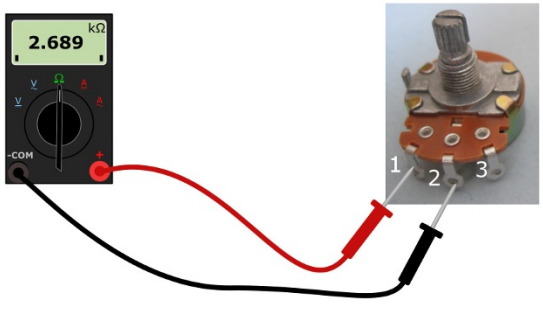

Figura 16-10: Conecte los cables de prueba a los terminales primero y central, centro y tercero, y primero y tercer del potenciómetro.
- Con los cables del medidor aplicados a un extremo fijo (punto 1) y el *limpiaparabrisas,*o cable variable (punto 2), como se muestra en la Figura 16-10, al girar el eje del dial en una dirección aumenta la resistencia y al girar el eje del dial en la otra dirección disminuye la resistencia.